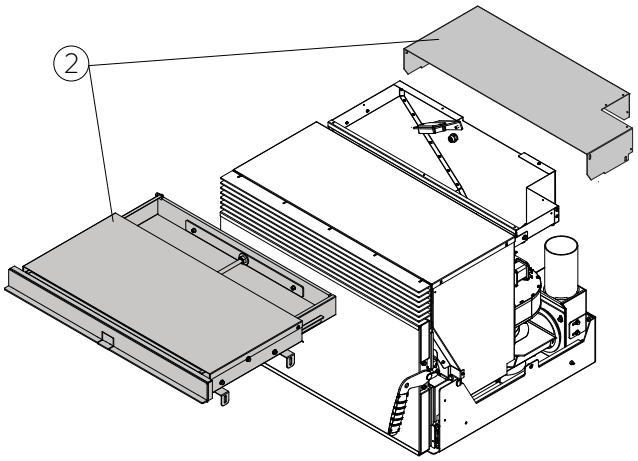

fig. 6.4.2
B) Cajón de carga frontal para versión salida aire frontal no canalizada «2 » (fig. 6.4.2)